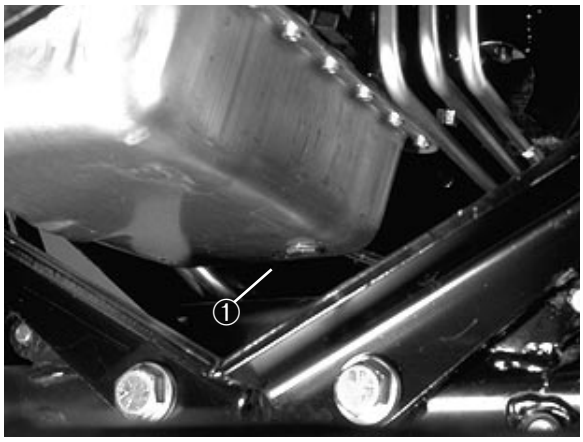

Bild 35
MOTORÖL UND -FILTER (Bild 35 & 36)
1. Die Ablaßschraube (Bild 35) entfernen und das Öl in eine Wanne ablaufen lassen. Wenn kein Öl mehr aus dem Kurbelgehäuse strömt, die Ablaßschraube mit einer neuen Schraubendichtung (Bestell-Nr. 74-7850) wieder eindrehen.